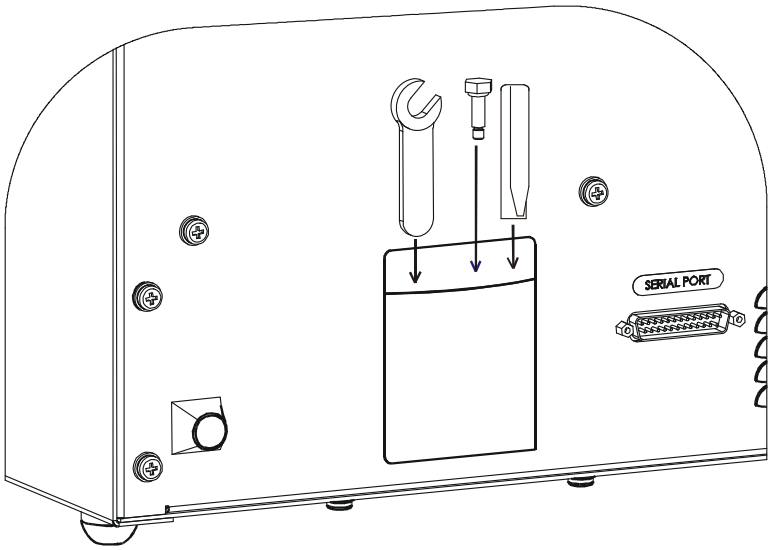

Figure 3: Storage pocket on the rear of the instrument
4. Locate the supplied plastic tool storage pocket. Place the screws and washers inside the bag. Use the supplied Velcro strips to attach the pocket to the back of the reader for storage. Do not block any air vents. See ***Figure 3*** on the next page.